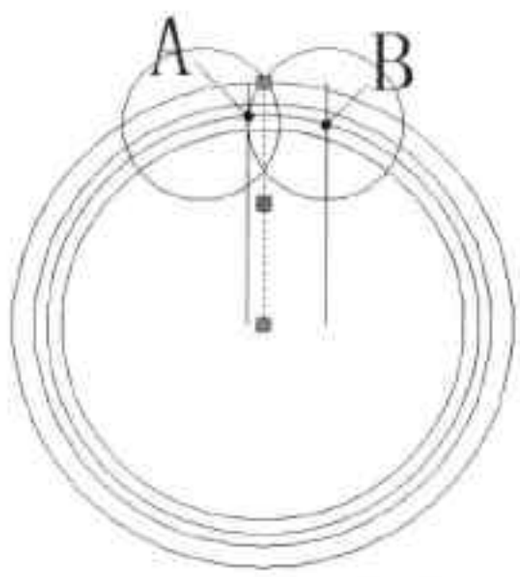

图12-44 镜像辅助圆
Step07 执行“镜像”命令，以垂直辅助线为镜像中心，对辅助圆进行镜像操作，结果如图 12-44 所示。